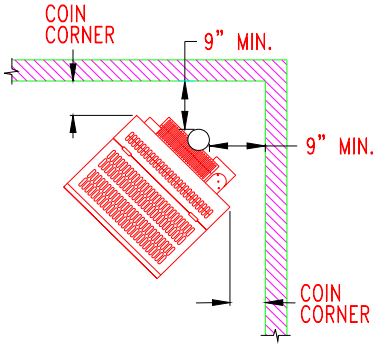

Figure 1 : INSTALLATION EN COIN
- Vous avez le choix de plusieurs configurations dont les plus fréquentes sont illustrées dans les figures 1, 2, et 3.